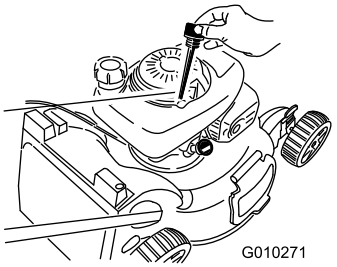

Figura 22
2. Togliete l'asta di livello (Figura 22).